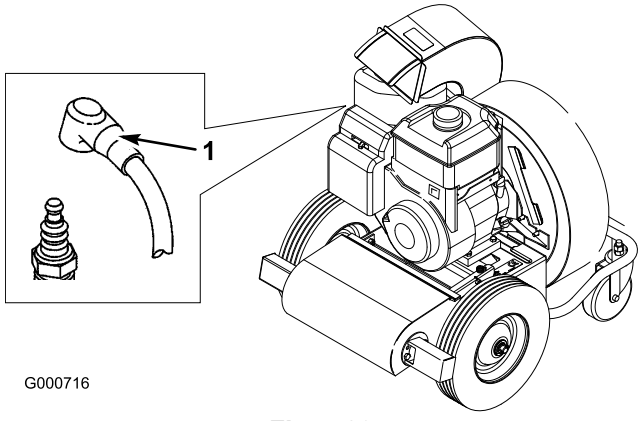

Figur 29
2. Dra av tändkabeln från tändstiftet (Figur 29).
3. Tryck på tändkabeln på tändstiftet (Figur 29).